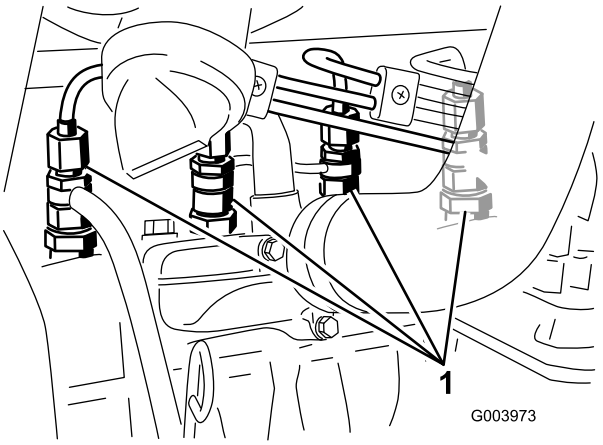

Figur 60
1. Lossa röranslutningen till det första munstycket och hållaren (Figur 60).